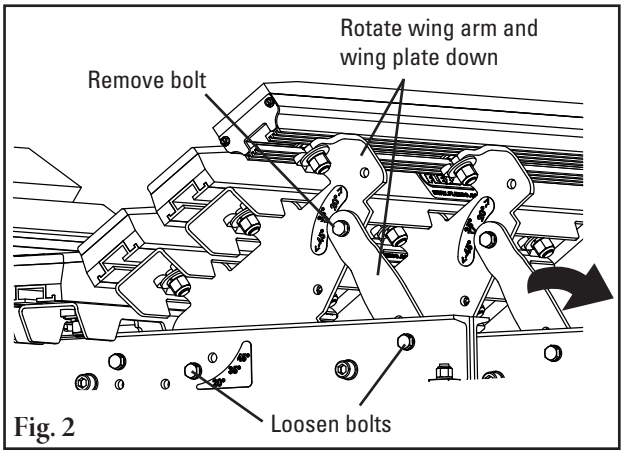

Fig. 2
2. **Loosen wing assemblies.** Loosen or remove bolts from each wing assembly; drop wing arms and wing plates to provide vertical clearance for inspection/removal of bars (Fig. 2).